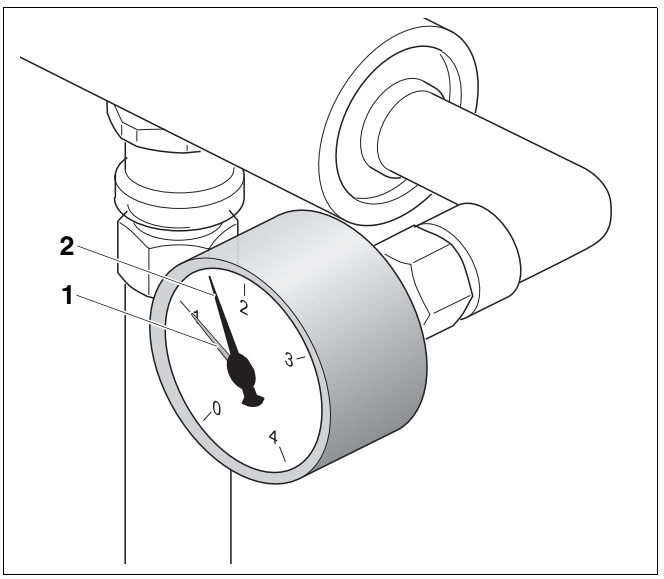

Bild 22 Manometer
- Roter Zeiger (Bild 22, **Pos. 1**) des Manometers der Heizungsanlage auf den erforderlichen Mindestdruck von 1 bar einstellen.